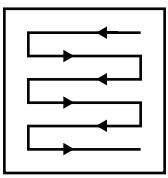

Fig. 16
5. Tunde în rânduri care se suprapun puțin. Tiparul cel mai eficient pentru tunderea gazonului este cel în linii drepte de-a lungul unei laturi. Astfel, rândurile rămân egale și tot gazonul este tuns fără a omite vreun loc (fig. 16).